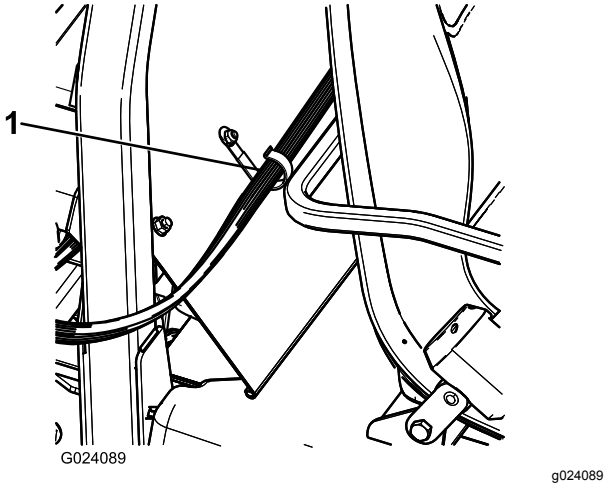

Figur 17
5. Monter en J-clips bag passagersædet vha. en bolt (¼" x ½") og en møtrik (¼") (Figur 17).